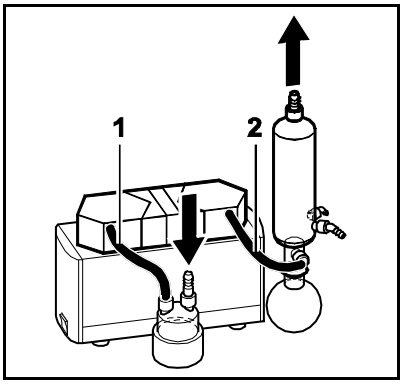

Abb. 15: Verschlauchung System SH
2	Schläuche (siehe Abb. 15) ▪ Resistent gegenüber dem genutzten Medium ▪ Innendurchmesser 10 mm ▪ Längen: (**1**) ca. 150 mm, (**2**) ca. 220 mm
4. System verschlauchen (siehe Abb. 15).